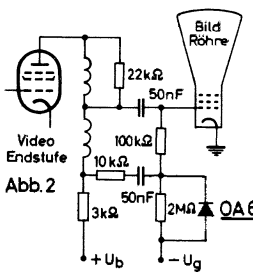

Abb. 2
**OA 61** Diese Diode ist für Schaltungen zur Wiedereinführung des Schwarzpegels bestimmt und erfüllt mit ihren hohen Sperrspannungs- und Sperrwiderstands-Werten auch die Forderungen, die an eine Niveau-Diode im Wehneltkreis der Bildröhre gestellt werden müssen. In der Abb. 2 erhält das Gitter der Bildröhre, an dem das Video-Signal liegt, mit Hilfe der Niveau-Diode OA 61 eine zusätzliche positive Vorspannung, die von der mittleren Spannung des Video-Signals bestimmt wird, wobei die Zeitkonstante des Diodenkreises verhindert, daß die zusätzliche Vorspannung sich während einer Bildperiode merklich ändert. Man erreicht so, daß der Schwarzpegel in Übereinstimmung mit der Gittervorspannung kommt.